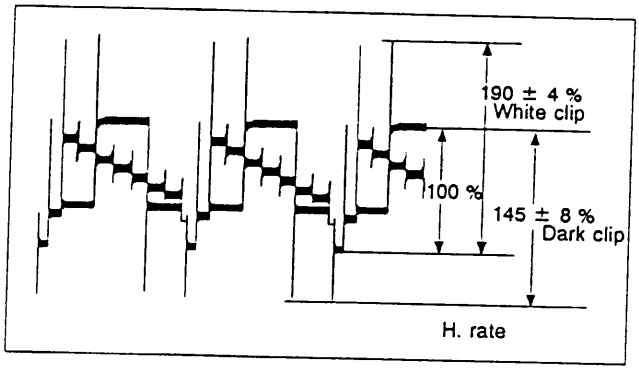

Fig. 3-1-9 White clip
3) If necessary, replace R45 with the variable chip resistor NVP1301-103N and adjust it 190 ± 4 % white clip and 145 ± 8 % dark clip, as in Fig. 3-1-9.